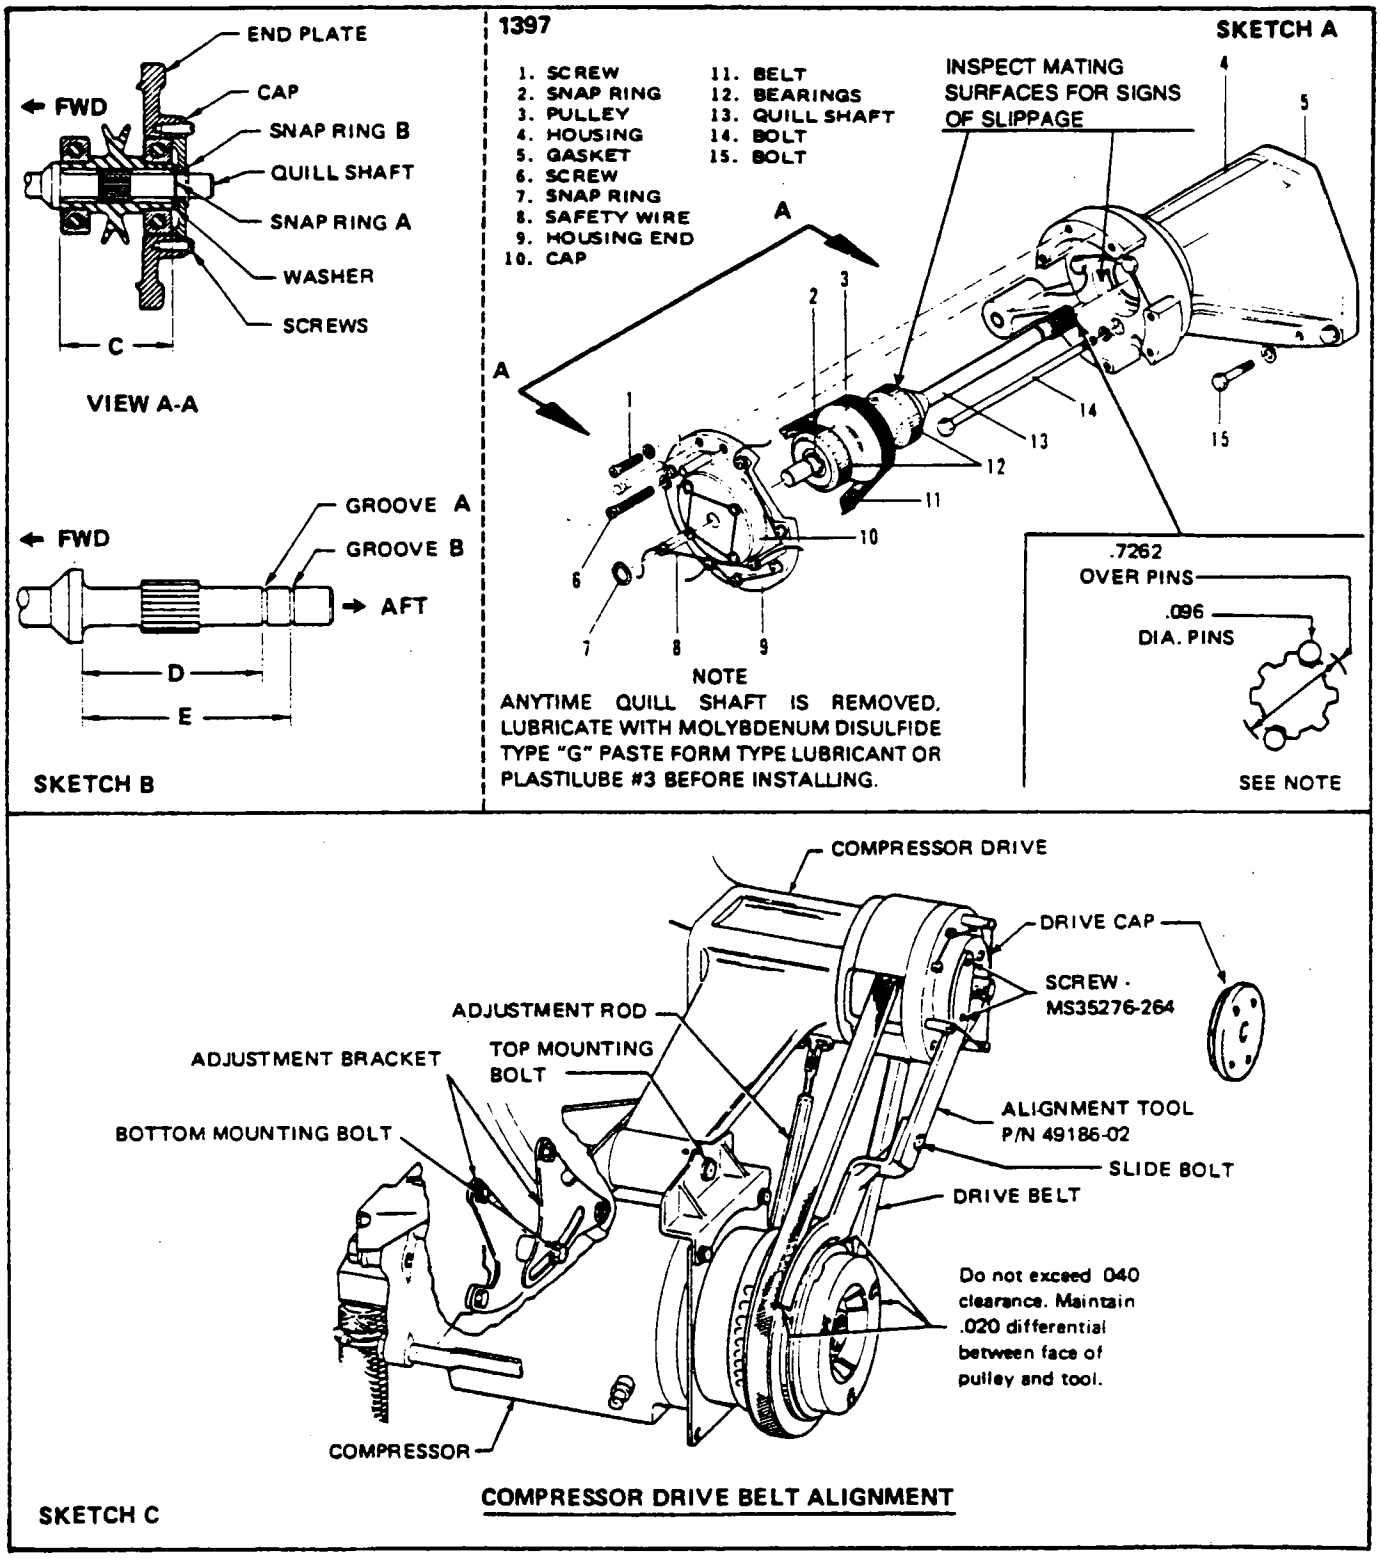

Figure 13-45. Drive Housing and Drive Assembly
13-114. REMOVAL OF DRIVER ASSEMBLY FOR BELT REPLACEMENT. It will be necessary to remove the end housing assembly to change the belt. This can be accomplished by the following procedure: (Refer to Figure 13-45.)
13-115. INSPECTION AND REPAIR OF COMPRESSOR DRIVE. (Refer to Figure 13-45.)
1. Remove two compressor drive cap attachment screws as shown in Figure 13-45. Retain these screws and washers.
13-117. INSTALLATION OF DRIVER ASSEMBLY. (Refer to Figure 13-45.)
13-118. REMOVAL OF DRIVE HOUSING. (Refer to Figure 13-45.)
13-119. INSTALLATION OF DRIVE HOUSING. (Refer to Figure 13-45.)